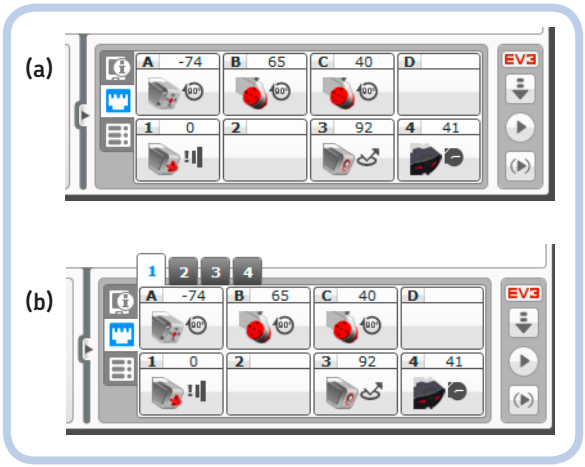

Figure 5-6: The Port View tab of the Hardware Page without (a) and with (b) Daisy-Chain mode enabled.
- **Port View tab** (Figure 5-6): When the EV3 Brick is connected, use this tab to check the readings of all the sensors and motors attached to it in real time. This feature is really useful when you need to set thresholds in your programs for Wait blocks or when you need to measure how much a motor shaft should rotate. When you connect a sensor or a motor to an input or an output port on the EV3 Brick, the EV3 Brick recognizes the type of device automatically, thanks to the Auto-ID feature. You can change the mode of the sensors (for example, the Color, Reflected Light Intensity, and Ambient Light modes for the Color Sensor) by clicking the related icons. You can also reset the Motor Rotation sensor values by clicking the port names. When Daisy-Chain mode is enabled (see "Project Properties" on page 75), the Port View tab shows the sensors of all the daisy-chained EV3 Bricks [Figure 5-6(b)].